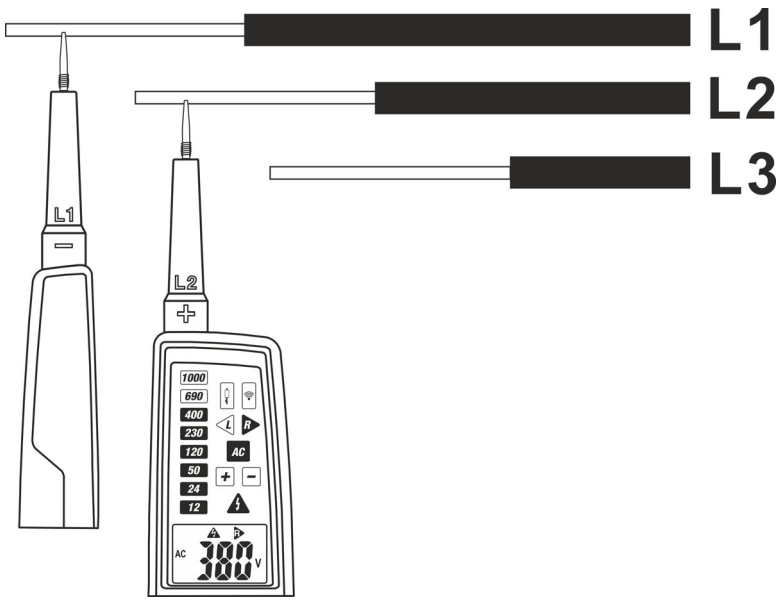

Fig. 8: Sentido cíclico de las fases
2. Conecte las puntas **L1** a la fase L1 la punta **L2** a la fase L2 del sistema trifásico en pruebas (ver la Fig. 8). La medida se realiza sólo con contacto **de las puntas sobre la parte metálica de los conductores**